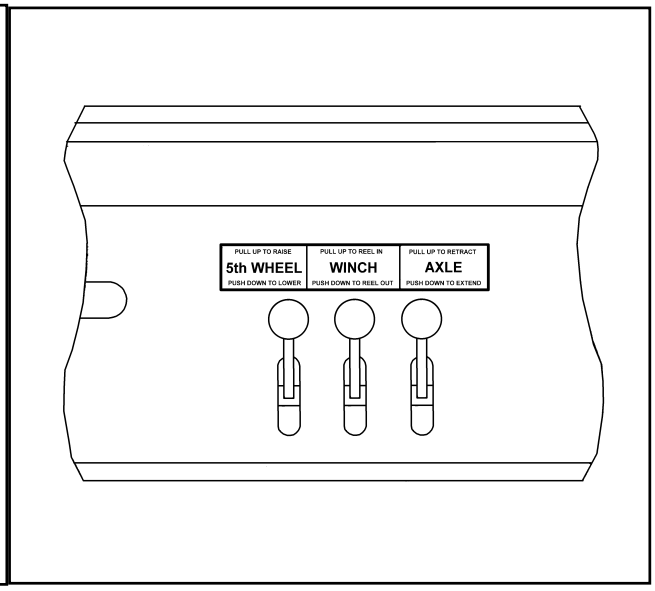

**Figure 3-3 Hydraulic Controls**
**3-9.2** The **HYDRAULIC WINCH CONTROL LEVER** is the center lever **(See Figure 3-3).** It has three positions:
The **AXLE CONTROL LEVER (See Figure 3-3)** is located on the front, lower deck of the driver's side frame member. It is the rear lever with three positions:
The **TRAILER TILT LEVER (See Figure 3-3)** is located on the front lower deck of the driver's side frame member. It is the front lever with three positions: